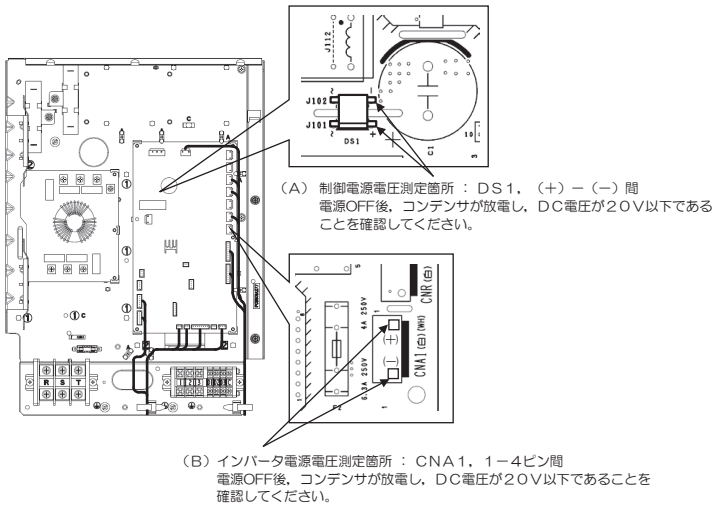

図２．電圧測定箇所
2) ハーネスが接続されている状態で，図２に示す箇所**（２種類：（A）制御電源，（B）インバータ電源）のDC電源電圧を測定し，２０V以下（コンデンサ放電後の電圧）である**ことを確認してください。